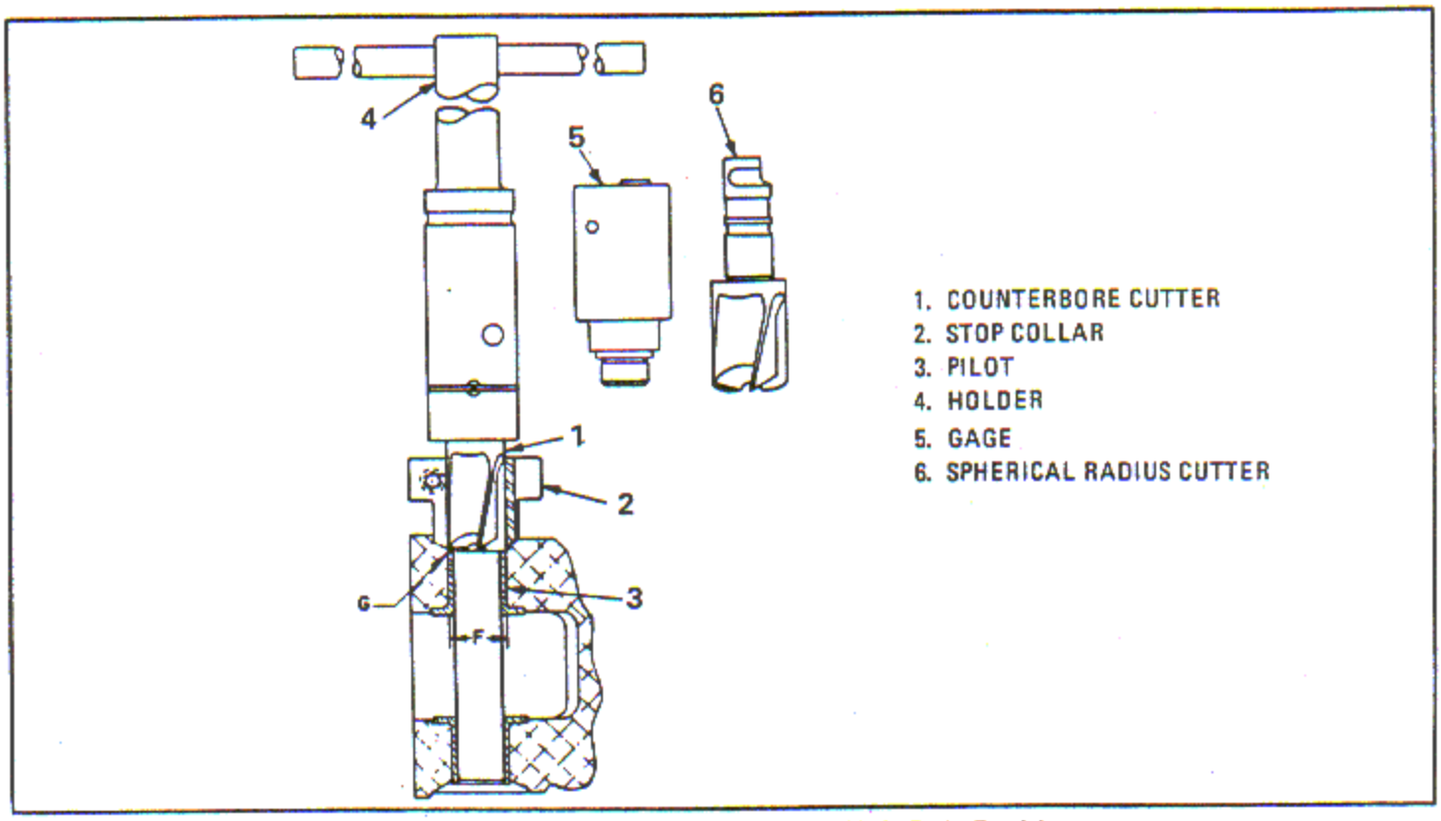

Figure 6-164. Counterboring Rocker Hub Bolt Bushing
a. Assemble cutter A (6, figure 6-164), pilot (3) and nut, and holder (4). Bore out end of
b. When correct depth has been obtained, assemble collar (2, figure 6-164) on cutter (6) as shown. Insert cutter in work to full depth of cut and clamp stop-collar securely to ensure correct depth on succeeding cuts.